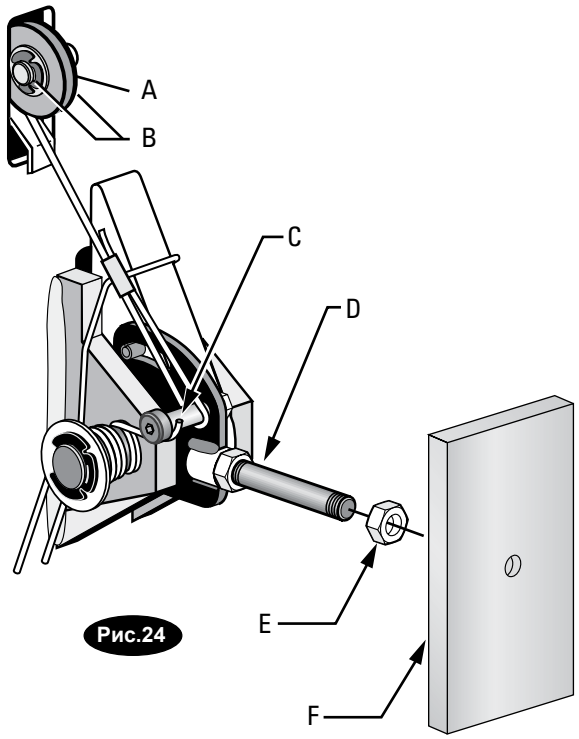

Рис. 24 - сборочные части
B) Протяните конец кабеля с петлей поверх конца винта с буртиком на правой защелке платы управления ,см. рис. 24.
C) Протяните другой конец кабеля через вырез шкива защелки кабеля и проверьте ,что кабель проложен между нижней стороной шкива защелки кабеля и крышкой шкива ,а затем идет внутри правой стойки ,см. рис. 24.
J) На этом шаге НЕОБХОДИМО установить ручку защелки, стопорную гайку и крышку защелки правой стойки ,см. рис. 24 и 27. Установите круглую рукоятку ручки защелки ,см. рис. 27.